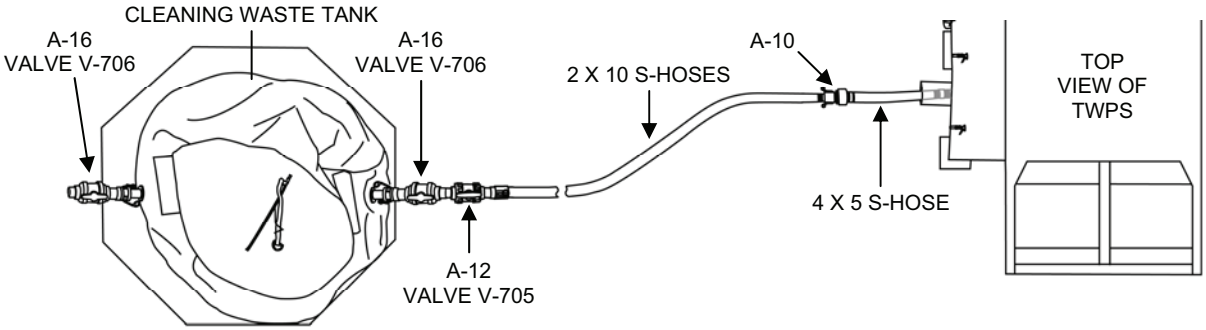

Figure 2. Cleaning Waste Hose Set-Up with the Cleaning Waste Tank.
2. Make sure the cleaning waste hoses are set up as follows (Figure 2):
c. If using the cleaning waste storage tank, set up the hoses as follows (Figure 2):